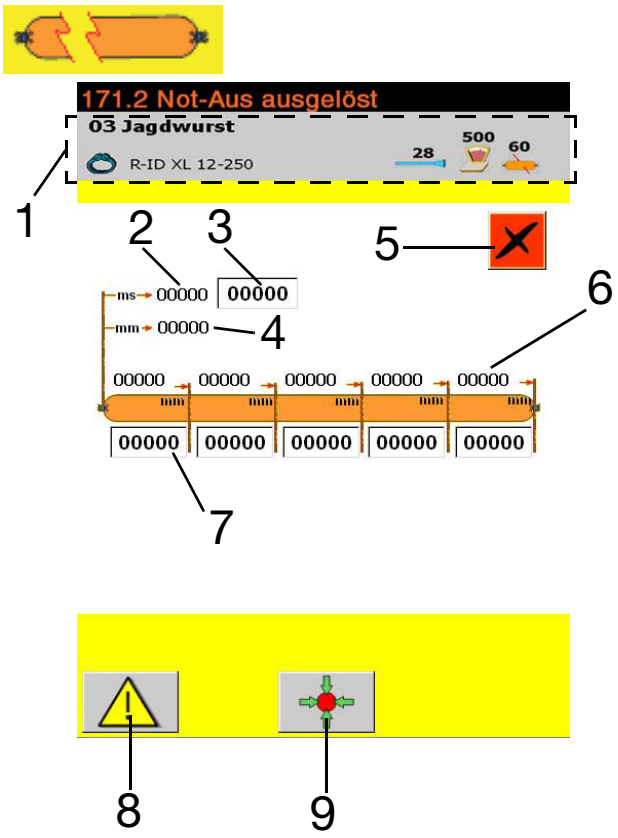

Fig. 4-61 Film break screen
The actual value displays for the stuffing time, portion length and section length (see 2, 4 and 6, Fig. 4-61) work even when the function is switched off.
- Use the test values thus obtained to determine the limit values for film break control in field 7, Fig. 4-61. The limit values in field 7 should be set higher than the measured values in field 6 to prevent film break control reacting during normal fluctuations in the stuffing time.